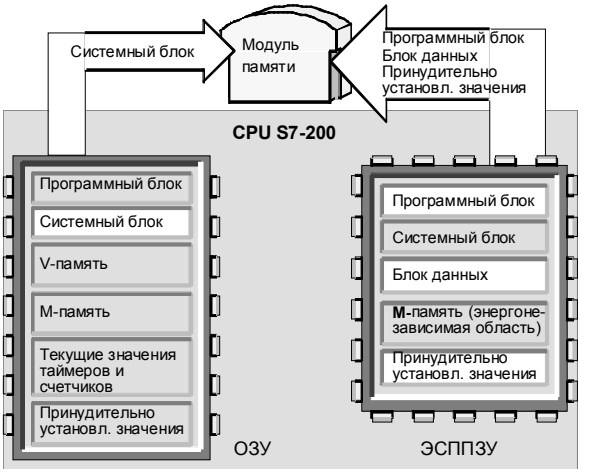

Рис. 4–18. Копирование в модуль памяти
3. Выберите команду меню **PLC → Program Memory Cartridge [ПЛК → Запрограммировать модуль памяти]**, чтобы скопировать программу в модуль памяти. На рис. 4–18 показаны элементы памяти CPU, которые сохраняются в модуле памяти.